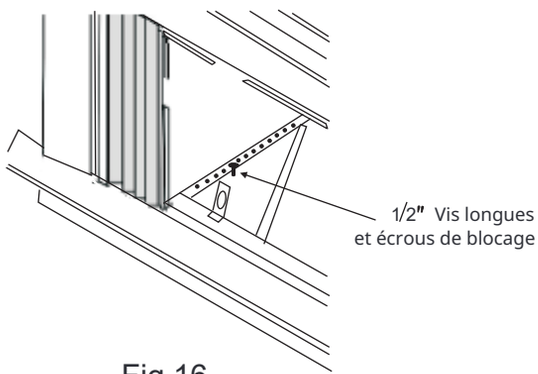

Fig.16
3. Installer les supports de fixation (avec les supports d'anglede seuil attachés) dans le trou correct dans le bas de l'ar-moire comme indiqué dans la figure 16. 4. Serrer ferme-ment les 6 boulons.